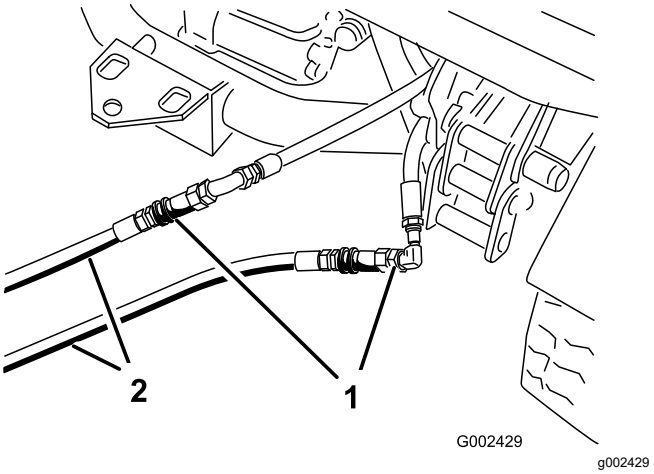

Figur 75
3. Koble de to forbindelsesslangene på den deaktiverte maskinen til slangene som ble koblet fra (Figur 75).